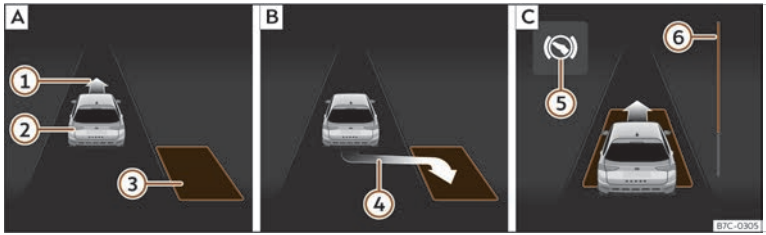
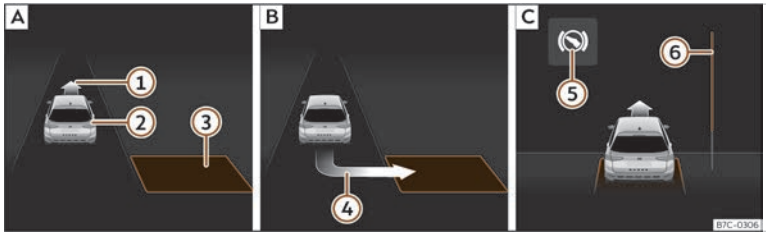

Fig. 137 En la pantalla del del cuadro de instrumentos: aparcar en línea. A: Buscar un hueco de aparcamiento. B: Posición para aparcar. C: Maniobrar.
Fig. 138 En la pantalla del del cuadro de instrumentos: aparcar en batería. A: Buscar un hueco de aparcamiento. B: Posición para aparcar. C: Maniobrar.
- Mire en la visualización de la pantalla del cuadro de instrumentos si se ha detectado el hueco como “apropiado” y si ha alcanzado la posición correcta para aparcar ››› fig. 137 B o ››› fig. 138 B. El hueco habrá sido considerado “apropiado” si en la pantalla del cuadro de instrumentos aparece la indicación de aparcar ④.
- Retroceda hasta que suene la señal continua del ParkPilot; **O BIEN:** retroceda hasta que en la pantalla del cuadro de instrumentos aparezca la indicación de dar marcha adelante ››› **fig. 137** C o ››› **fig. 138** C; **O BIEN:** retroceda hasta que en la pantalla del cuadro de instrumentos aparezca el mensaje **Park Assist finalizado**. La barra de progreso ⑥ indica la distancia que hay que recorrer.
- Dé marcha adelante hasta que suene la señal continua del ParkPilot; **O BIEN:** dé marcha adelante hasta que en la pantalla del cuadro de instrumentos aparezca la indicación de dar marcha atrás. El sistema de aparcamiento asistido dirige el vehículo marcha adelante y marcha atrás hasta centrarlo en el hueco ››› **fig. 137** C o ››› **fig. 138** C.
La barra de progreso ››› **fig. 137** ⑥ y ››› **fig. 138** ⑥ muestra simbólicamente en la pantalla del cuadro de instrumentos la distancia relativa que aún queda por recorrer. Cuanto mayor es la distancia, más llena está la barra de progreso. Al circular marcha adelante, el contenido de la barra de progreso disminuye hacia arriba, y al circular marcha atrás, disminuye hacia abajo.